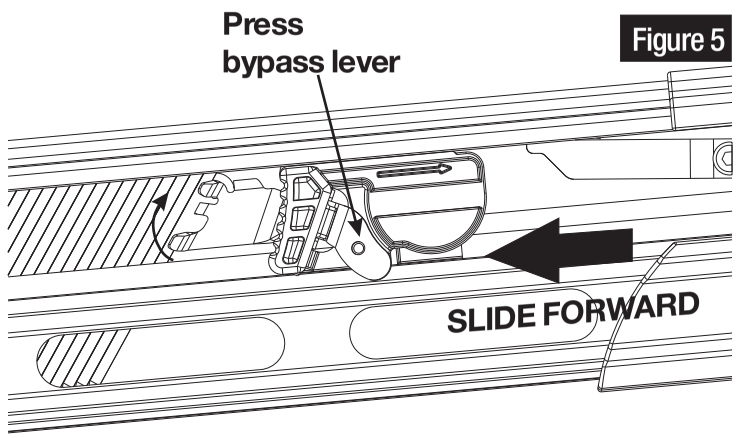

Figure 5
- ☐ Pull back the pusher, pressing bypass lever of the pusher to allow pusher to bypass nails and slowly allow pusher to return to nose of the tool. (See figure 5)